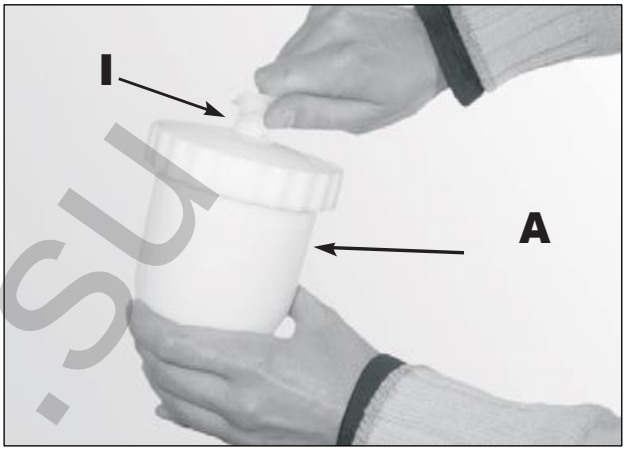

Рис. 8.
10. Перед началом окраски не забудьте снять с аэрационного отверстия **I** стакана **A** заглушку (рис. 8).